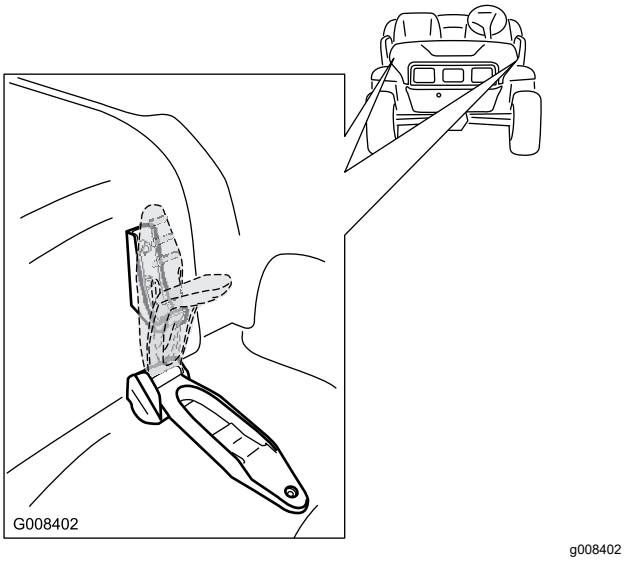

Figur 22
1. Lyft upp handtaget på gummispärrarna på vardera sidan av motorhuven (Figur 22).
2. Fäst motorhuven genom att rikta in gummispärrarna mot spärrankarna på vardera sidan av motorhuven (Figur 22).